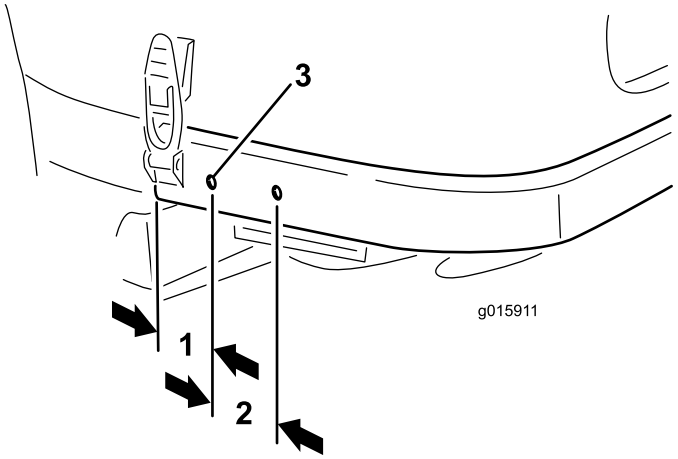

Figura 9
2. Servendovi delle quote in Figura 9, individuate su ciascun lato del telaio posteriore le posizioni corrispondenti, contrassegnatele e praticate nelle medesime (2) fori con diametro di 9 mm. Centrate i fori rispetto ai bordi superiore e inferiore del telaio.